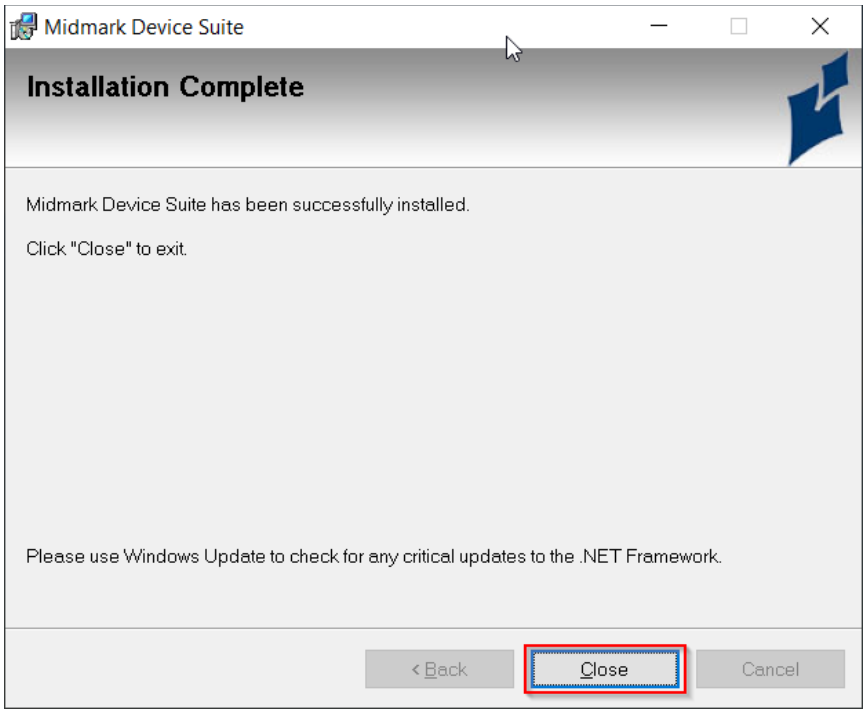

Figure 11. The "Installation Complete" window.
- When the installation is complete, the pop-up shown in Figure 11 below appears. Click the "Close" button.